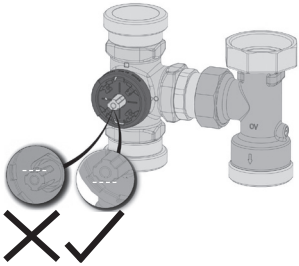

Fig. 17
3. Controlați poziția axului ventilului de amestec. Latura aplatizată a acestuia trebuie să fie orientată în jos și în poziție orizontală (fig. 17). În această poziție, axul ventilului închide țeava de tur.